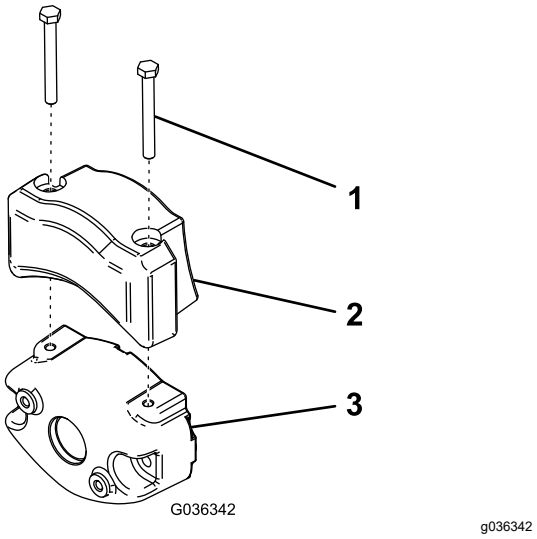

Bild 4
4. Befestigen Sie das elektrische Gegengewicht mit zwei Kopfschrauben am vorhandenen Gegengewicht, wie in Bild 4 abgebildet.